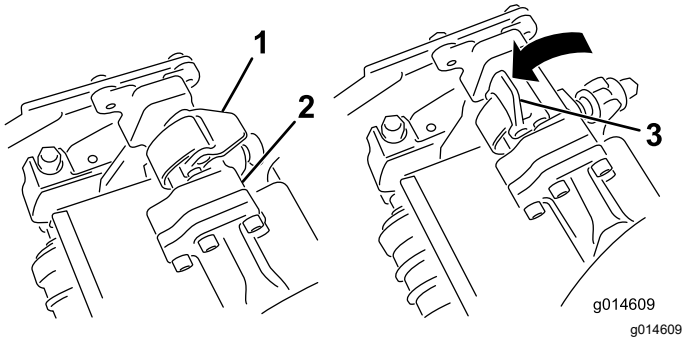
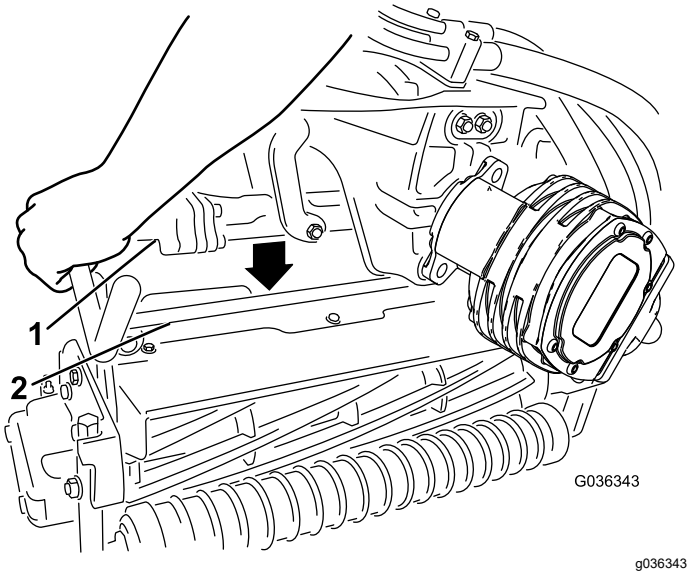

Figura 54
Figura 55
4. Con i fermi del braccio di sospensione rivolti verso l'alto (cioè aperti) (Figura 54), premete il braccio di sospensione verso il basso in modo che la barra si inserisca nella barra della parte superiore dell'apparato di taglio (Figura 55).
5. Chiudete i fermi spostandoli verso il basso e attorno alla barra dell'apparato di taglio, quindi bloccateli in posizione (Figura 54).
5. Aprite i fermi sulla barra del braccio di sospensione dell'apparato di taglio che state rimuovendo (Figura 54).